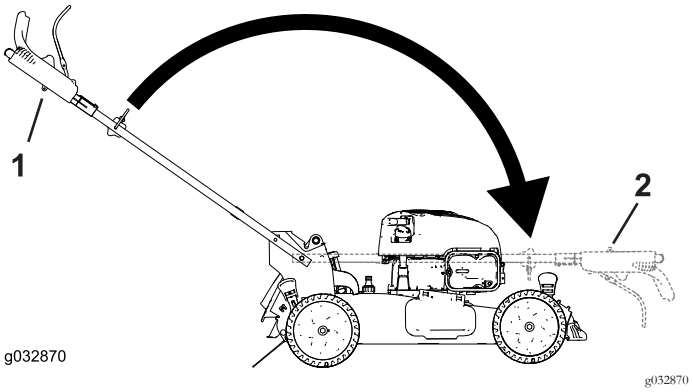

Figure 28
2. Repliez le guidon en le faisant pivoter en avant (Figure 28).